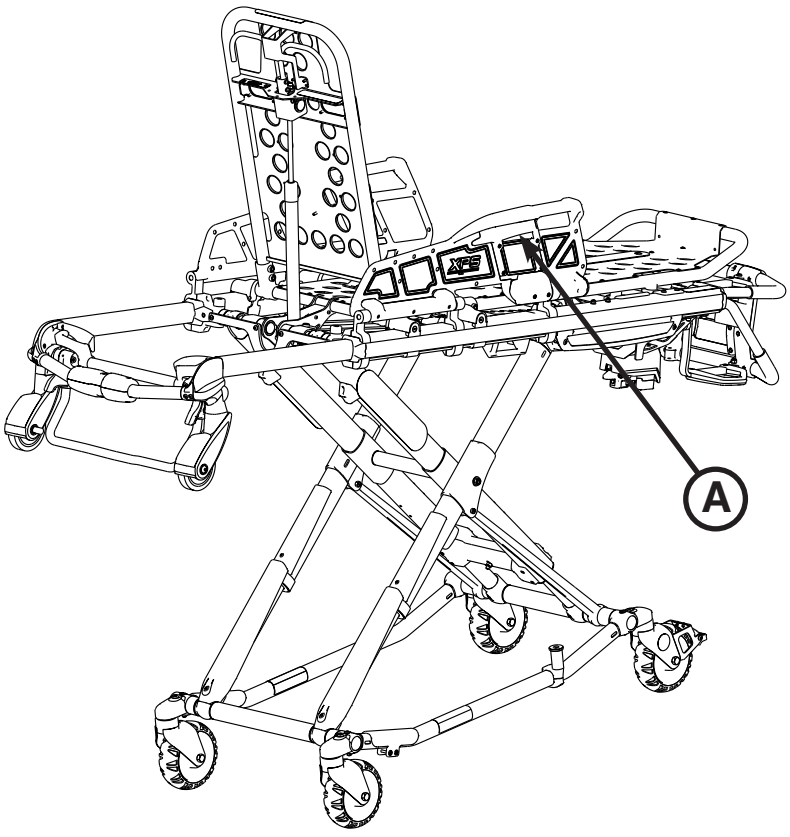

Figura 30
Para baixar as grades laterais, levantar para aliviar o peso e, em seguida, puxar a alavanca vermelha (A) (Figura 30).